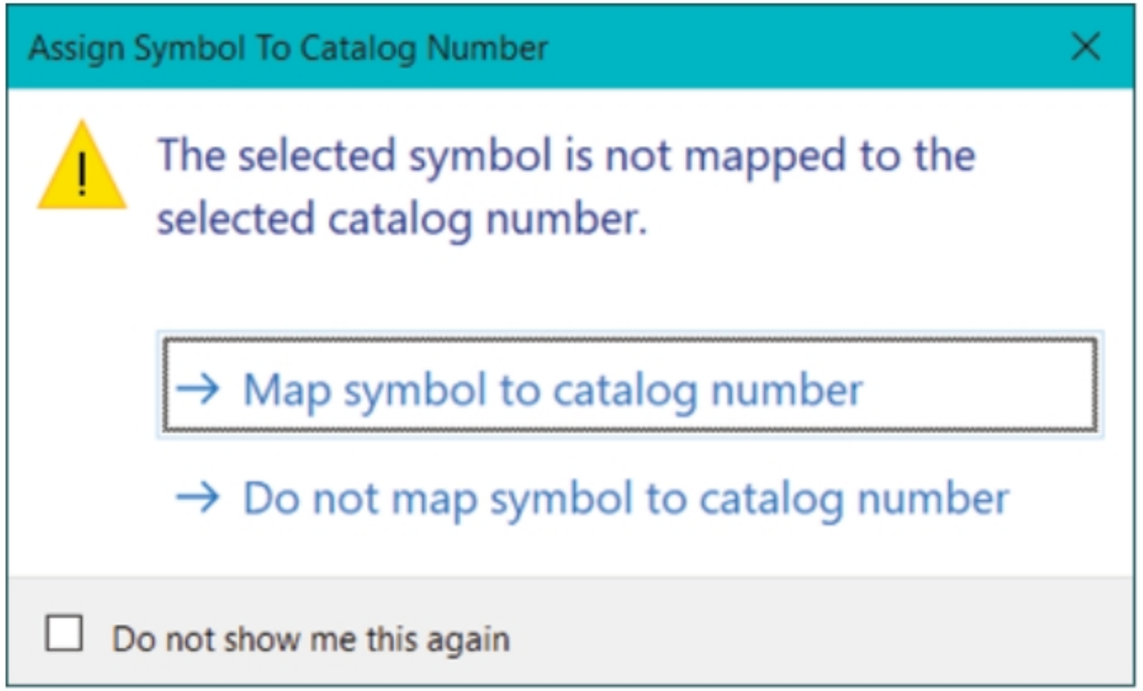

Figure-28. Assign Symbol To Catalog Number dialog box
- Select desired button from the list of symbols, in our case, **Illuminated Push Button NO**. The **Assign Symbol To Catalog Number** dialog box will be displayed (if the catalog number is unassigned); refer to Figure-28.